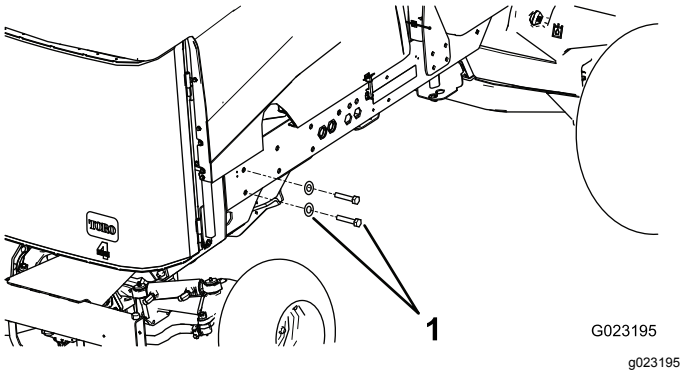

Figure 20
4. Retirez les 2 boulons et les rondelles arrière du longeron droit du cadre (Figure 20).